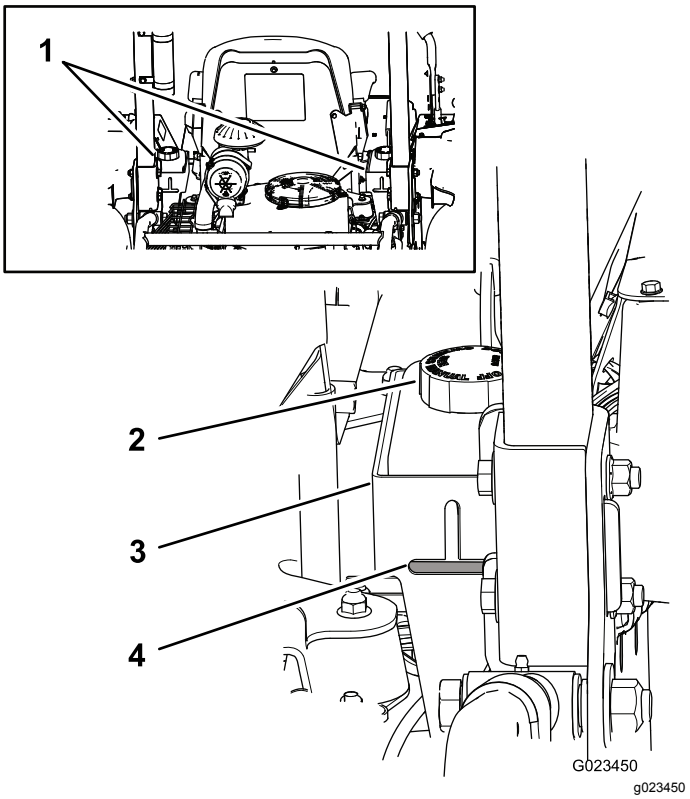

Figuur 17
De reservoirs van de machine worden in de fabriek gevuld met hoogwaardige hydraulische vloeistof. U controleert de hydraulische vloeistof het beste als de vloeistof koud is. De machine dient in de transportstand te staan. Als het vloeistofpeil onder de bovenkant van het horizontale gedeelte van het peilglas staat op de achterkant van de hydraulische reservoirs (Figuur 17), moet u vloeistof toevoegen tot het correcte peil bereikt wordt. **De reservoirs niet te vol vullen.** Als het vloeistofpeil tot de bovenkant van het horizontale gedeelte van het peilglas staat, is het niet nodig om vloeistof toe te voegen. Aanbevolen wordt het reservoir bij te vullen met de volgende hydraulische vloeistof:
Opmerking: Het peil moet overal tot de onderkant van de opening reiken; zie Figuur 17.
A. Maak de omgeving van de doppen van de vloeistofreservoirs schoon om te voorkomen dat er vuil in het systeem komt (Figuur 17).